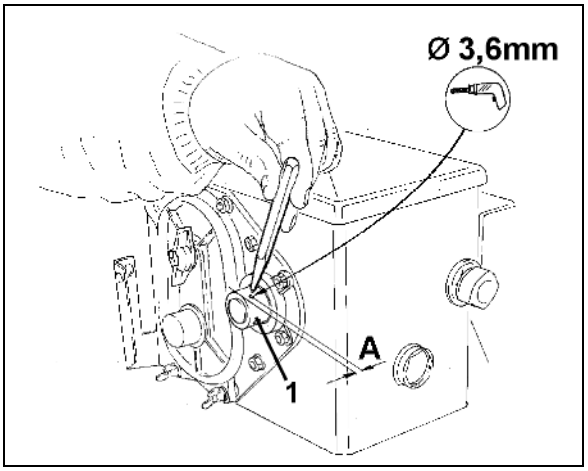

図 10
3. 同梱のドリル で穴 (Ø 3.6 mm) をギアのホローシャフト (図 10/1) にあけます。
ホローシャフトの縁から穴の中心までの距離 A (図 10 を参照) は 5 mm になります。穴をあける場所にセンターポンチでくぼみをつけます。